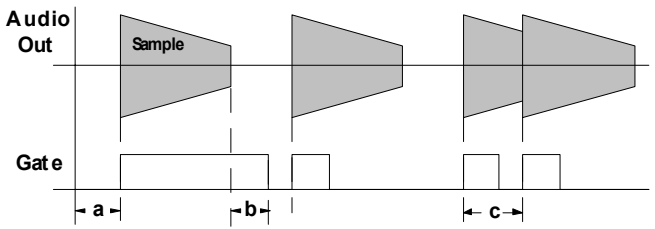
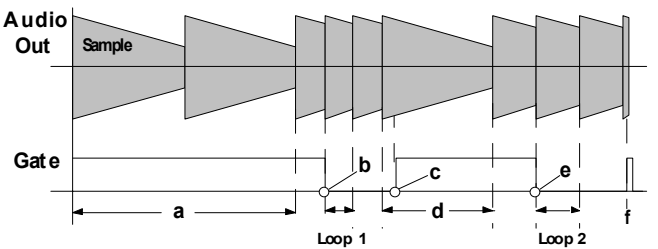

fig. 1: normal play mode
fig. 2: Loop play mode
The module is waiting for gate = high; LED ③ is off (see fig. 1 - a).
When the gate level changes from low to high **Playback** is triggered and the audio signal in the memory bank is played back. LED ③ is now on. Playback starts at address 0 and continues until the last address (65 535) is reached and LED ③ turns off. Even if the gate goes low before the end of the sampling memory is reached the playback continues (see fig. 1 - b).
Only if the gate goes low and high again before the end is reached the sample is **retriggered**, i.e. the playback starts again at address 0 (see fig. 1 - c).
As long as the gate level is high the sample is played continuously. When the end of the sample is reached, playback starts again at the beginning (see fig. 2 - a). LED ③ is on.
As soon as the **gate goes low** the present position within the sample is defined as **loop end** (see fig. 2 - b). Playback starts at the beginning (address 0) and runs continuously from the beginning to the loop end as long as the gate level remains low (see fig. 2: loop 1).
If gate turns high (see fig. 1 - c) the loop end is cancelled and the sample playback uses the full range again (i.e. loop end = end of sample memory, see fig. 2 - d).
If the gate goes low again a new loop end is set (see fig. 2 - e, loop 2).
To **exit** loop play mode a short **trigger pulse** (max. duration 100 ms) is required (see fig. 2 -f).